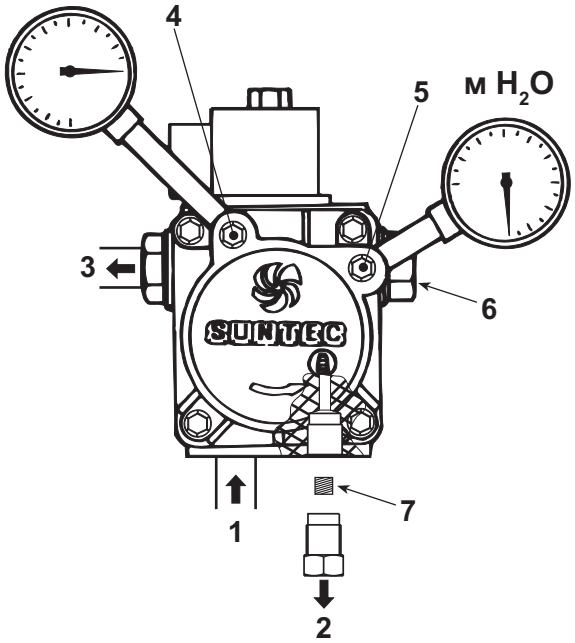

Рис. 4
Горелка поставляется с внутренним байпасом к насосу в закрытом состоянии; или же в горелке предусматривается двухтрубное подключение. Снять заглушки и подсоединить два гибких шланга к насосу на линии всасывания (1) и на обратной линии (2), как показано на Рис. 4. При этом необходимо следить за тем, чтобы шланги не оказались перекрученными, и исключить передавливание шлангов и их контакт с нагретыми деталями котла.
Заводская настройка давления насоса составляет 12 бар, что обеспечивает оптимальный режим работы; обычно эта регулировка не требует изменения. Однако если для особых целей необходимо задать другое значение давления, следует установить манометр, включить горелку и выполнить регулировку, пользуясь регулировочным винтом 6 (Рис. 4). Рекомендуется в любом случае настраивать давление в пределах диапазона 10 - 14 бар.